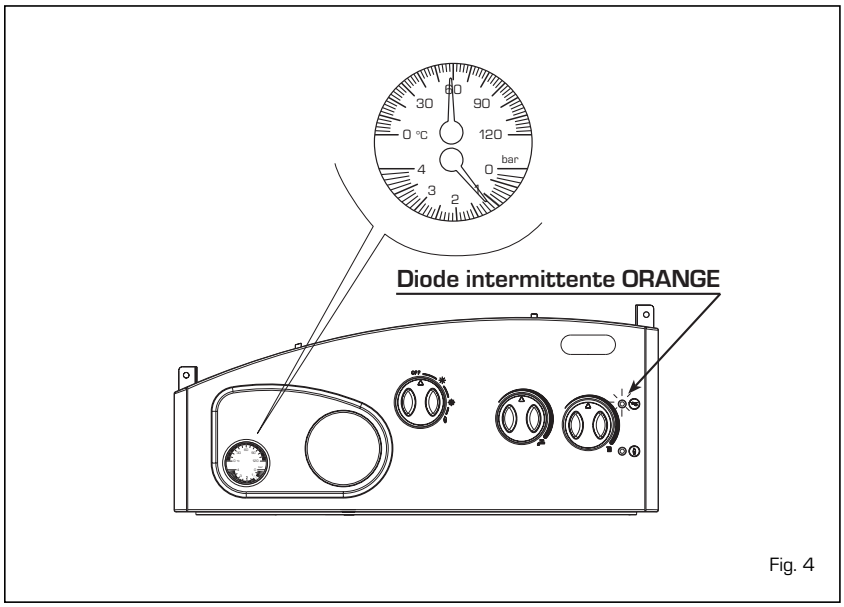

Fig. 4
– **Pression de l'eau insuffisante** (fig. 4)